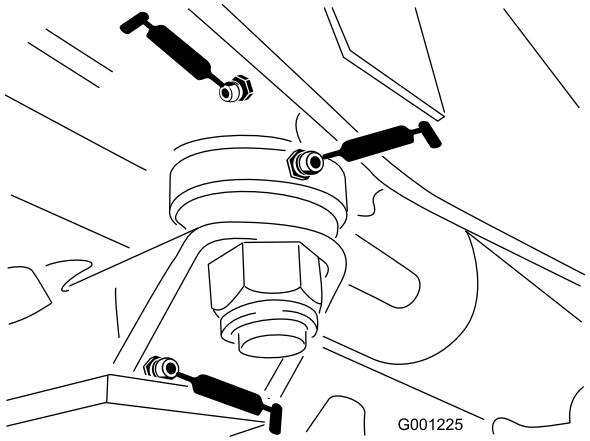

Figur 43
- Styreplatehylser (Figur 43)
- Akseltapphylse (Figur 43)